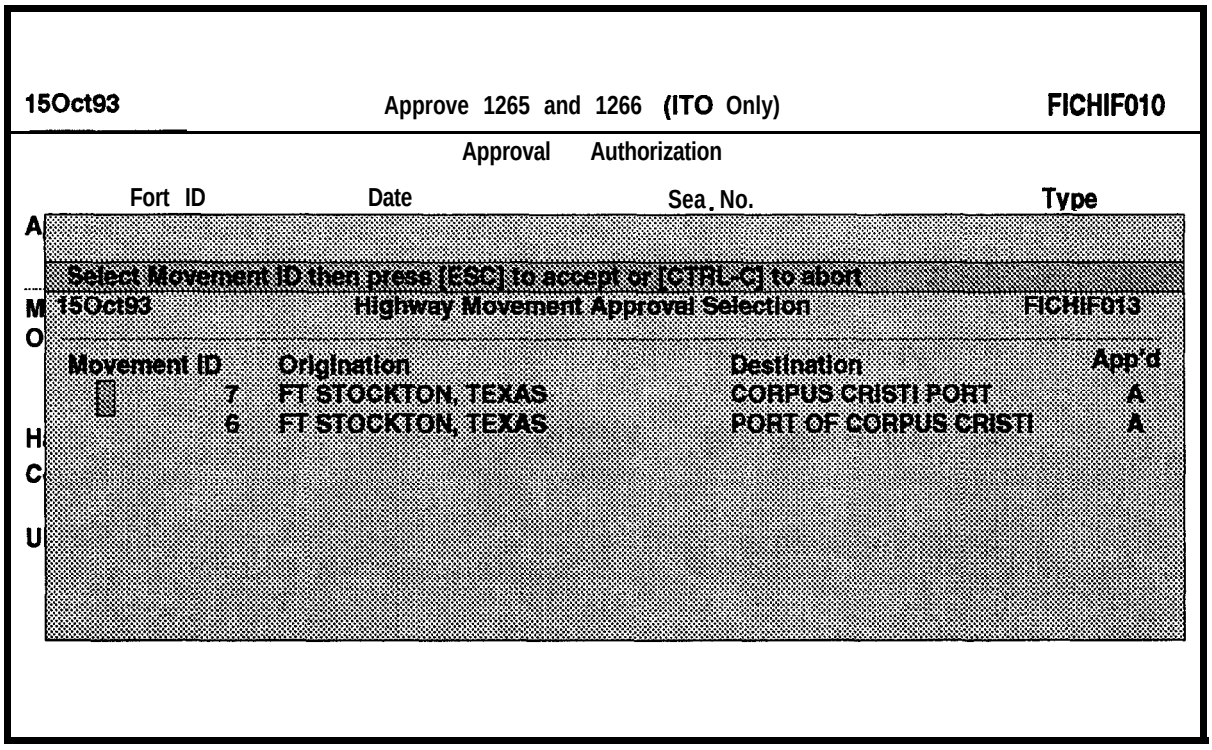

Figure 7-59. Highway Movement Approval Selection Window With List of RCCs and SHPs That Could Be Canceled
a. At the Approval Processing menu select Cancel 1265 **and 1266 (IT0 ONLY). You** will see the Approve 1265 and 1266 (IT0 Only) screen with the Highway Movement Approval Selection window, as shown in Figure 7-59. You will note that there is now **an A in the App'd** column of the Highway Movement Approval Selection screen. However, because you chose the **Cancel** option from the Approval Processing menu, you can only cancel **RCCs** or **SHPs** from this screen. The approved **RCCs** and **SHPs** will be displayed in the Highway Movement Approval Selection window. The cursor will be to the left of the **first** RCC or SHP that is listed.